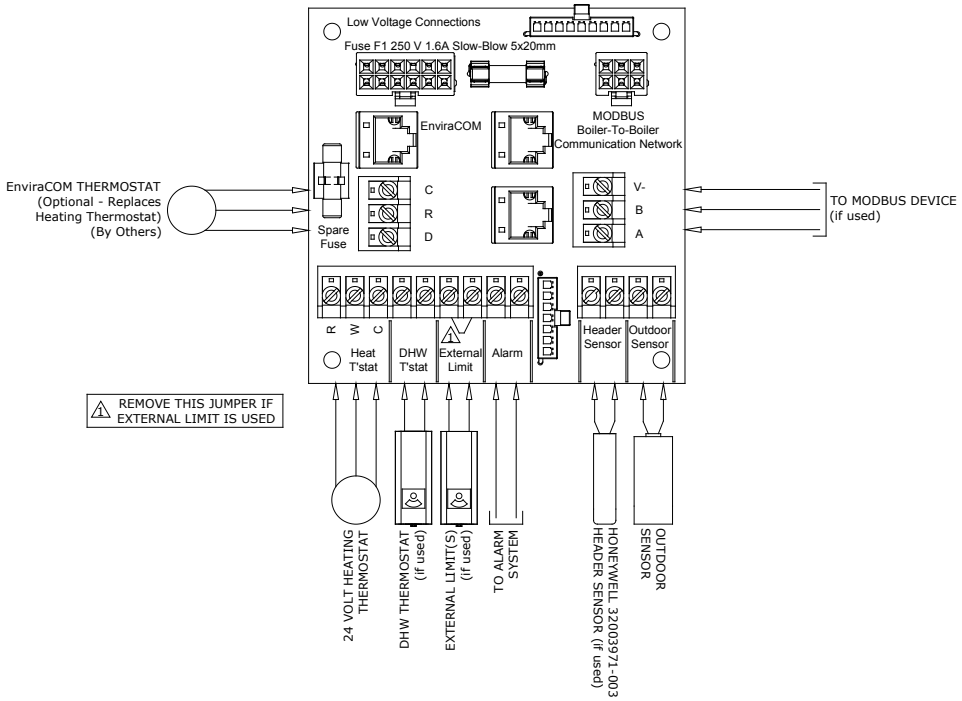

Figure 10.3: Low Voltage PCB Terminal Connections
This boiler is equipped with a listed high water temperature limit function. This limit provides boiler shutdown in the event the boiler water temperature exceeds the set point of the limit control. Certain Local Codes require an additional water temperature limit. If necessary, install an additional water temperature limit such as a Honeywell L4006 Aquastat. Wire as indicated in Figure 10.3.
2) Low Voltage Field Connections – Low voltage field connections on the low voltage PCB are shown in Figure 10.3 and are listed from top to bottom:
- DHW T'Stat - 24VAC domestic hot water thermostat (1)
- DHW T'Stat - 24VAC domestic hot water thermostat (2)
- External Limit - Field supplied low voltage safety limit contacts (1)
- External Limit - Field supplied low voltage safety limit contacts (2)
- Alarm Contact (1)
- Alarm Contact (2)
- Outdoor Sensor - Tasseron TSA00AA Outdoor Temperature Sensor (1)